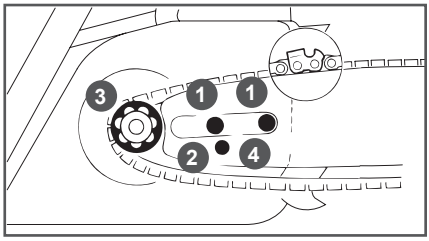

Рис. 5. Установка шины
6. Установите направляющую шину на шпильки 1 так, как показано на Рис. 5, и сдвиньте ее в сторону муфты сцепления 3 для облегчения установки пильной цепи.
7. Установите пильную цепь на направляющую шину так, как показано на Рис. 5. При установке цепи следите за тем, чтобы режущая кромка зуба была расположена вперед по ходу движения цепи, т.е. по часовой стрелке.
При установке крышки следите за тем, чтобы палец натяжения цепи 2 совпал с отверстием 4 в направляющей шине (Рис. 5).